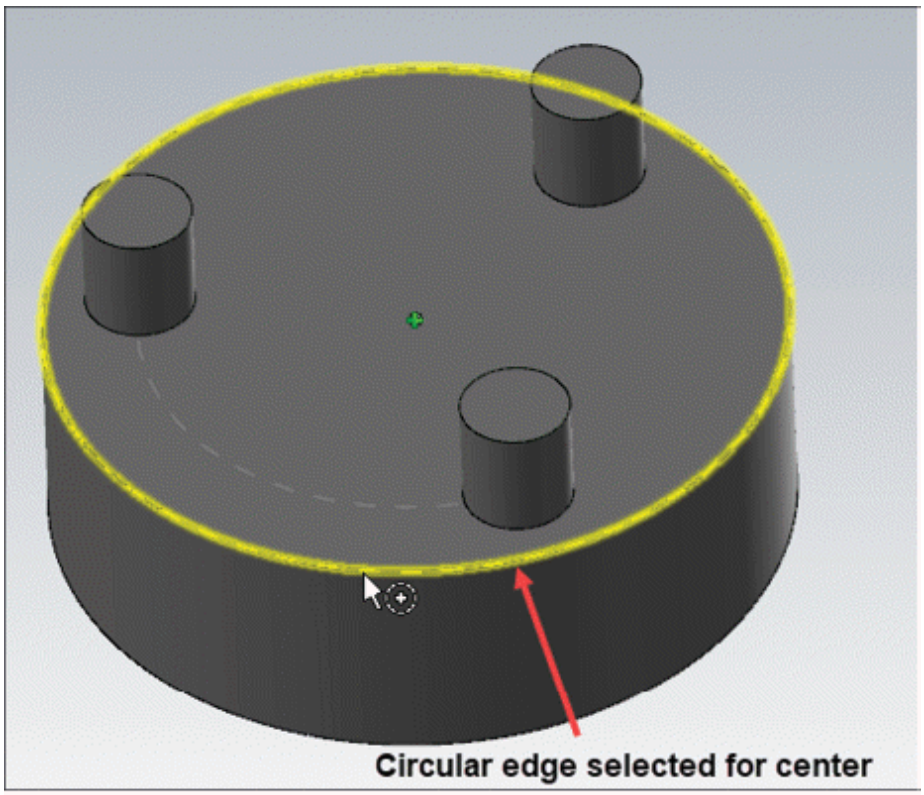

Figure-43. Selecting center for circular pattern
- Click on the **AutoCursor** button next to **Center point** box in the **Location and Distribution** rollout of the **Manager** and select the circular edge of solid base; refer to Figure-43.